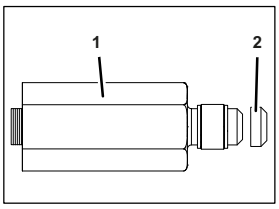

Fig. 69
4. Check the seals (Fig. 69/2) for damage.
Replace any damaged seals (Fig. 69/2).